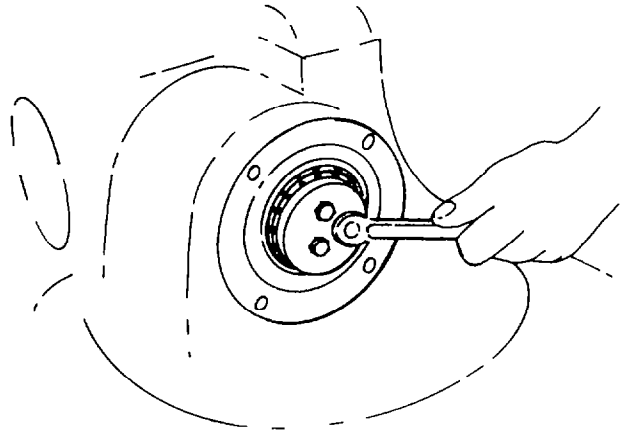

Fig. 285 — Removing Clamp Plate Retaining Bolts
b. Remove the clamp plate retaining bolts and remove the clamp plate from the pinion shaft (see fig. 285).